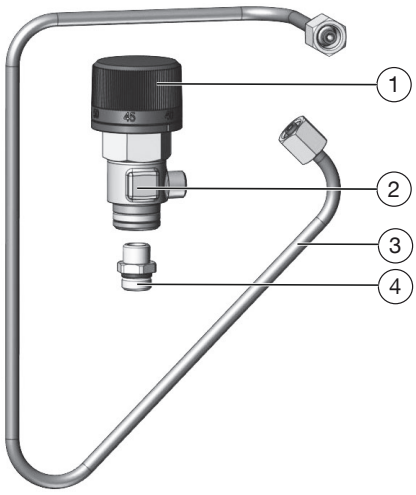
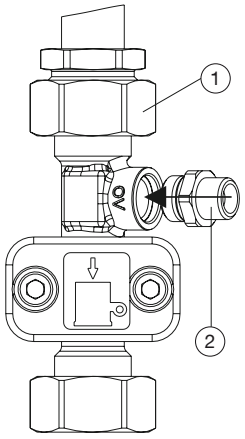
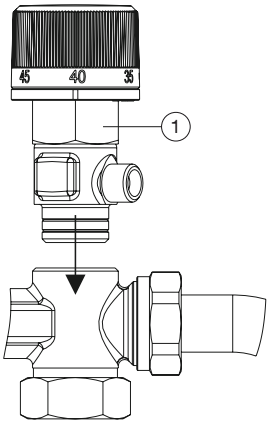
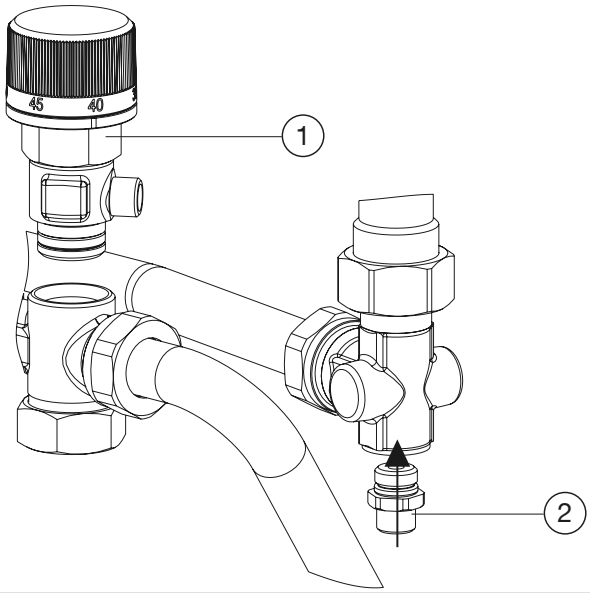

Fig. 1: Construction
Fig. 3: Montage de l'adaptateur Regudis W-HTU/TU et Regudis W-HTF
Fig. 4: Montage du robinet Regudis W-HTU/TU et Regudis W-HTF
Fig. 7: Montage du robinet et de l'adaptateur Regudis W-HTO
(1)	Bouchon (clé de 22)
(2)	Robinet de vidange
(3)	Corps
(4)	Bouchon d'obturation (clé de 12)
5. Visser l'adaptateur (voir Fig. 1) dans le corps (voir Fig. 3).
(1)	Écrou d'accouplement (clé de 32)
(2)	Adaptateur (clé de 16)
7. Visser le robinet dans le distributeur (voir Fig. 4). Respecter l'orientation du robinet (le marquage blanc de la poignée manuelle doit être orienté vers l'avant). Visser le corps jusqu'à ce que le joint soit complètement recouvert par le corps, puis le raccordement est auto-étanche.
(2)	Bouchon d'obturation (clé de 12)
(3)	Robinet de vidange
5. Visser l'adaptateur (voir Fig. 1) dans l'équerre (voir Fig. 7).
6. Visser le robinet dans le distributeur (voir Fig. 4). Respecter l'orientation du robinet (l'affichage 45° doit être orienté vers l'avant). Visser le corps jusqu'à ce que le joint soit complètement recouvert par le corps, puis le raccordement est auto-étanche (voir Fig. 7).